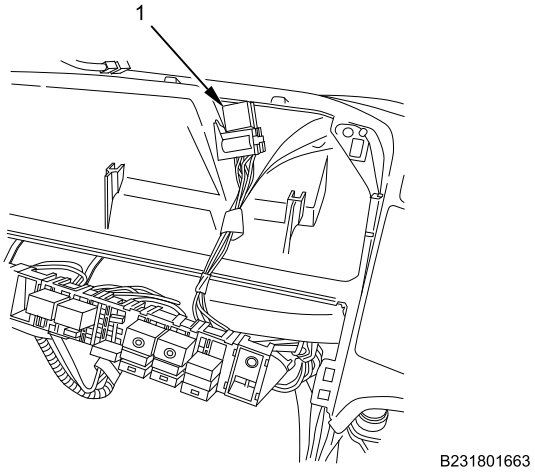

Figure 7. Air Conditioning (A/C) Condenser Fan Relays.
12. Remove A/C condenser fan relay assembly (Figure 7, Item 1) from IP.